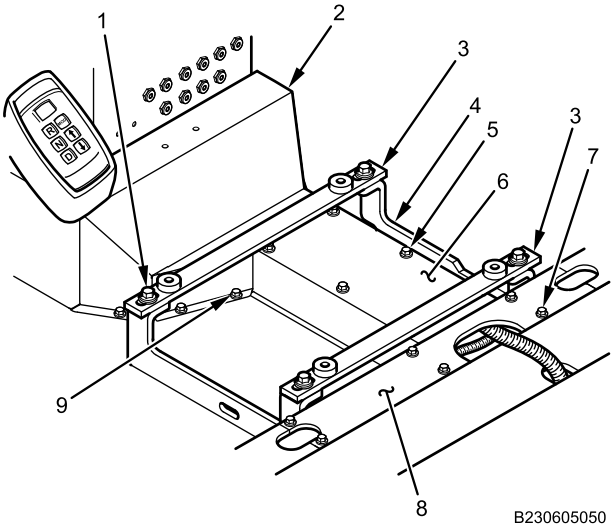

Figure 1. Power Distribution Module (PDM) Harness Electrical Storage Shield and Duct Covers.
1. Remove eight bolts (Figure 1, Item 9), and PDM harness electrical storage shield (Figure 1, Item 2).
2. Remove four bolts (Figure 1, Item 1), lockwashers, flat washers, and remove two crossbars (Figure 1, Item 3) mounted to center mounting brackets (Figure 1, Item 4).
3. Remove six bolts (Figure 1, Item 5) and electrical harness storage duct center cover (Figure 1, Item 6).
4. Remove six bolts (Figure 1, Item 7) and electrical harness storage duct rear center cover (Figure 1, Item 8).